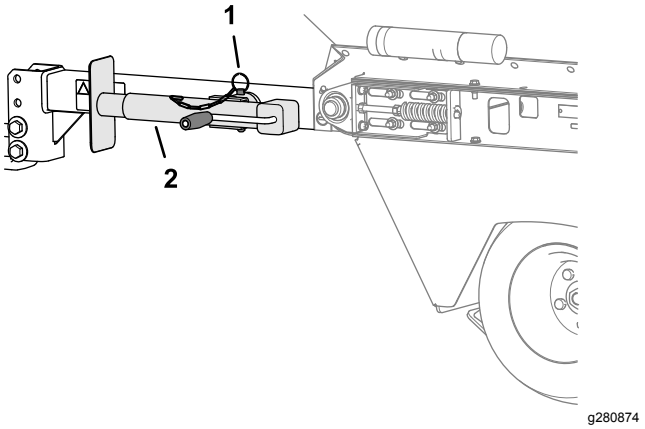

Figur 12
4. Vrid domkraften horisontellt (Figur 12).
5. Fäst domkraften på monteringsröret med sprintbulten (Figur 12).